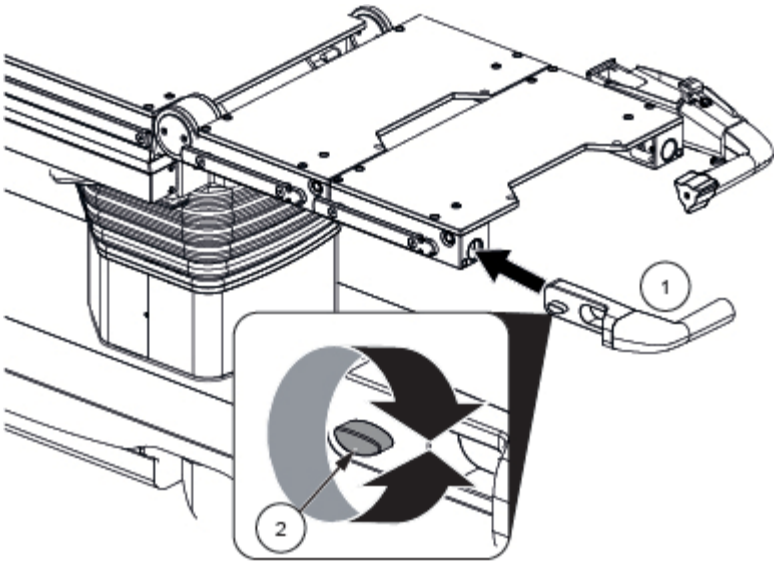

Afbeelding 6-3. Hulphandgreep monteren
1. Duw de hulphandgreep (1) volledig in de rail en zorg ervoor dat de vleugelschroef (2) ontgrendeld blijft. Zie *Afbeelding 6-3*.
2. Draai de vleugelschroef (2) vast. Trek aan de hulphandgreep om te controleren of deze goed vastzit. Zie *Afbeelding 6-3*.